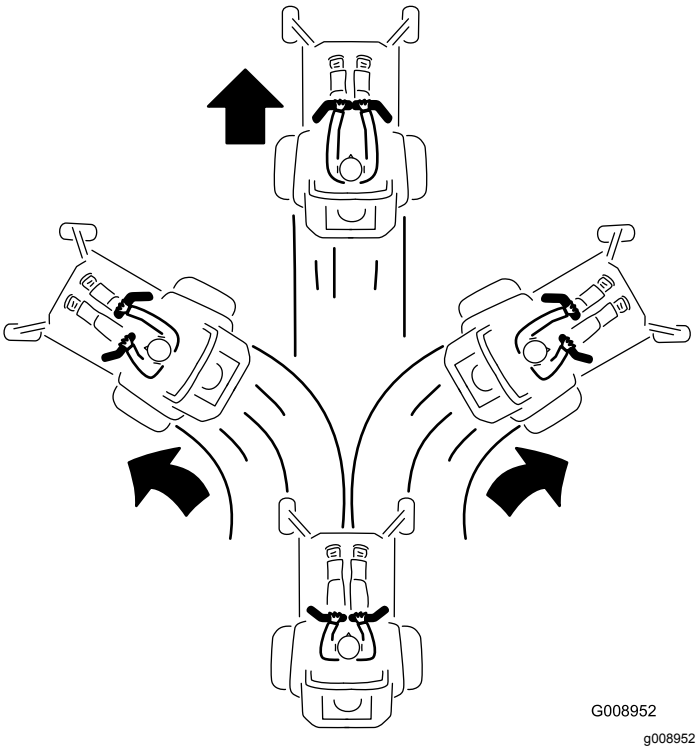

Figuur 22
3. Om vooruit te rijden, duwt u de rijhendels langzaam naar voren (Figuur 22).